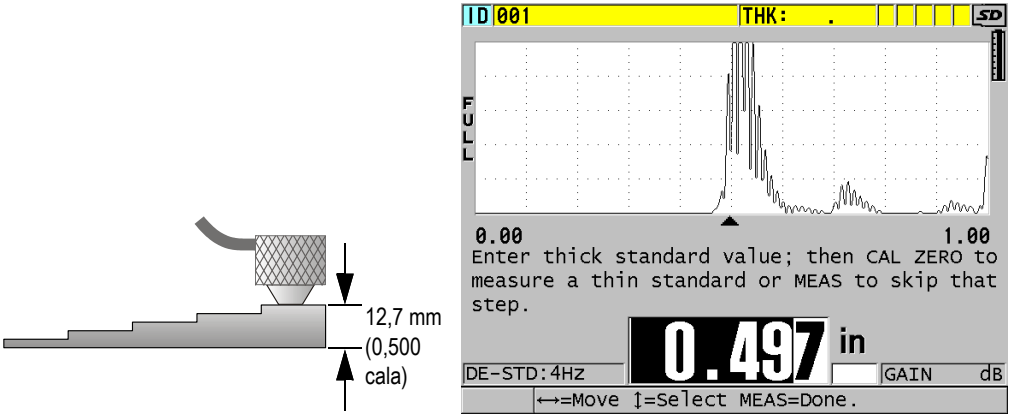

Rysunek 5-4 Kalibracja prędkości rozchodzenia się dźwięku w materiale na 5-schodkowym wzorcu
1. Aby skalibrować prędkości rozchodzenia się fali dźwiękowej w materiale (patrz Rysunek 5-4 na stronie 88):